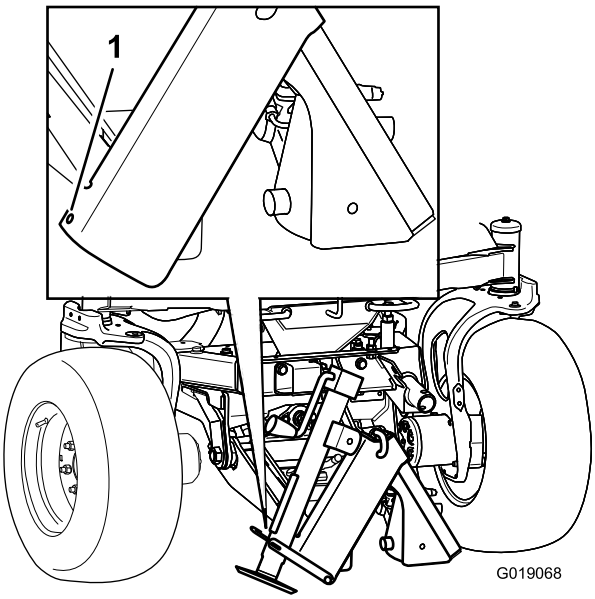
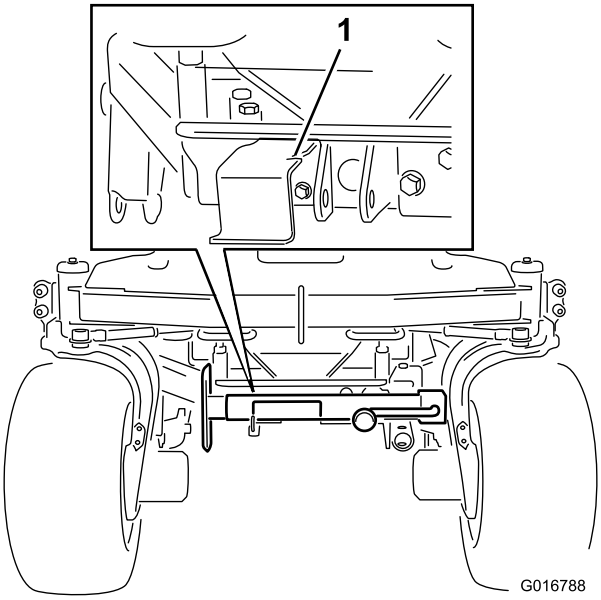

Figur 9
Figur 10
2. Sæt fastgørelsespinden (ikke vist) gennem hullet på siden af donkraftens nav og hullet i tappen, og fastgør donkraften med det elastiske kabel (Figur 9 eller Figur 10).